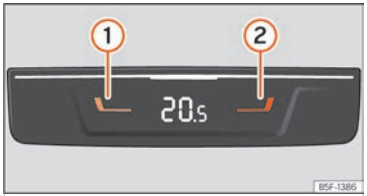

Fig. 115 A la part posterior de la consola central: comandaments per a les places del darrere.
- Premeu les tecles ① i ② ››› fig. 115 per ajustar la temperatura de la zona posterior.